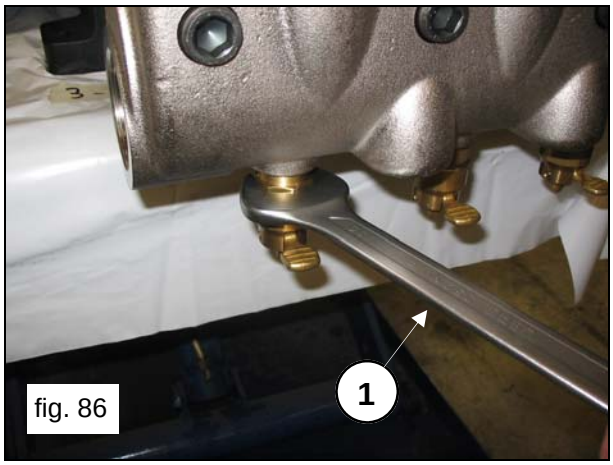

fig. 86
Unscrew the valve opening device using a 30 mm wrench (pos.①, fig.86).